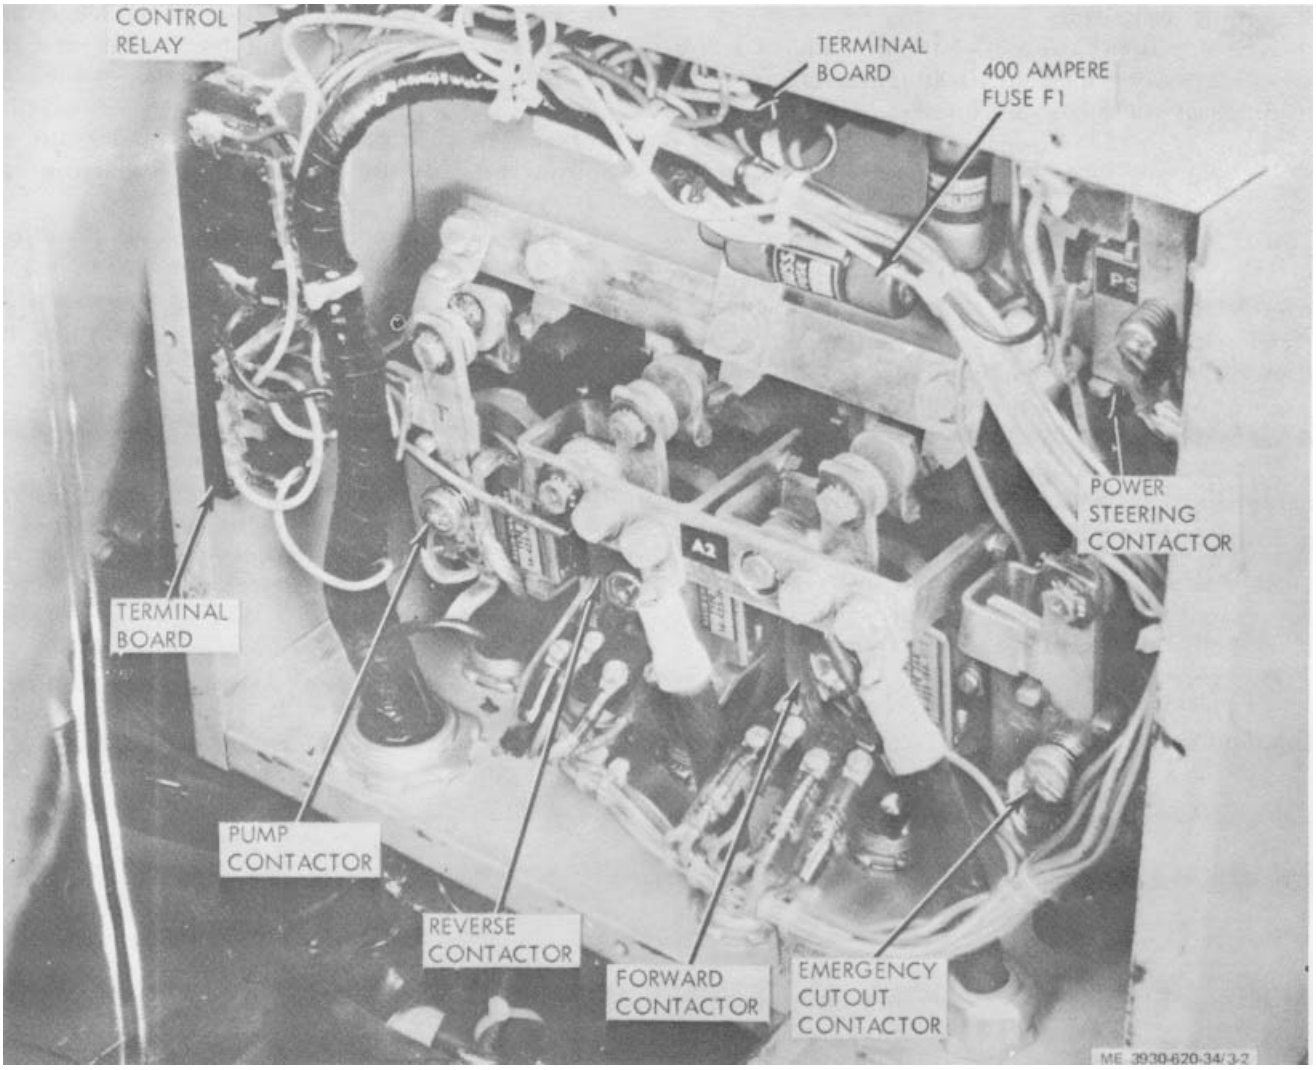

Figure 3-2. Contactor unit, front view
(3) Leave the negative ohmmeter lead connected to the truck framework. Touch the positive lead to each terminal on the battery receptacle. The ohmmeter must read 50, 000 ohms or more in each case.
(4) Open the contactor unit. Touch the positive lead to either terminal of 400 ampere fuse Fl. (fig. 3-2.) The ohmmeter must read 50, 000 ohms or more.
(5) Place the directional control switch in forward. Touch the positive lead to contactor unit terminal 15. The ohmmeter must read 50, 000 ohms or more.
(6) Restore the directional control switch and disconnect the ohmmeter. Close contactor unit and reconnect battery.
(1) Use thin cardboard to insulate all four pairs of contacts on the forward and reverse contractors (F and R). (fig. 3-2.)
(2) Turn on the key switch, apply pressure to the seat, and make sure the emergency stop switch is released. The power steering (PS) and emergency cutout (ECI contractors must operate.
(3) Move the directional control switch to the forward (F) position and depress the accelerator pedal slightly. The forward contactor (F) and the control relay (CR) must operate.
(4) Release the pedal and move the directional control switch to the reverse (R) position. Depress unit. the accelerator pedal slightly. The reverse contactor (R) and the control relay must operate.
(5) With the pedal still depressed, more the directional control switch to the forward (F) position. The reverse contactor and control relay must de-energize.